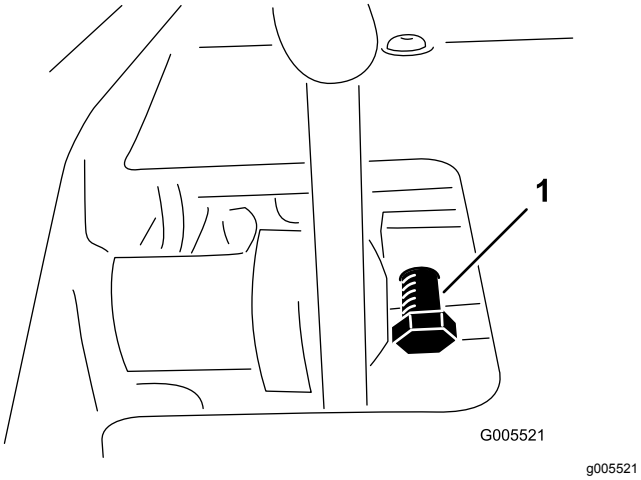

**Figur 54**
1. Lossa kontramuttern på pedalens låsskruv (Figur 54).